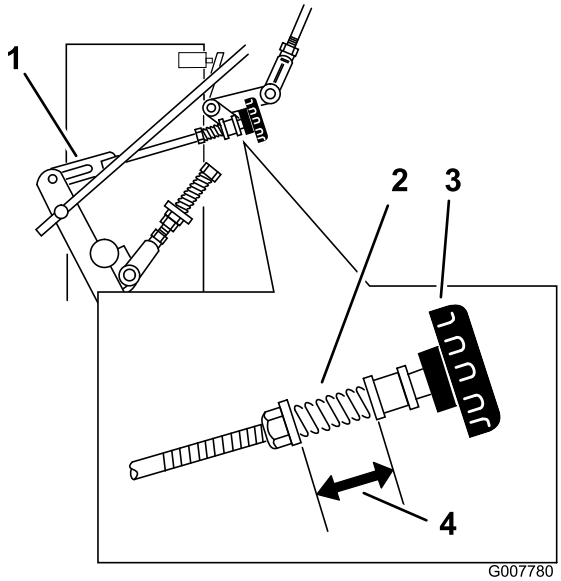

Figur 36
3. Justera länken på högra sidan genom att vrida snabbspårningsvredet moturs tills hjulet börjar rotera framåt (Figur 36)
4. Vrid vredet ett kvarts varv i taget. För därefter växelväljarspaken framåt och sedan tillbaka till neutralläge igen. Upprepa detta tills det högra hjulet slutar rotera framåt (Figur 36).
6. Fjädern som håller reglaget spänt behöver normalt inte justeras. Om justering mot förmodan skulle behövas ska fjäderns längd justeras så att den mäter 26 mm mellan brickorna (Figur 36).
7. Fjäderns längd justeras genom att du vrider muttern framför fjädern (Figur 36).